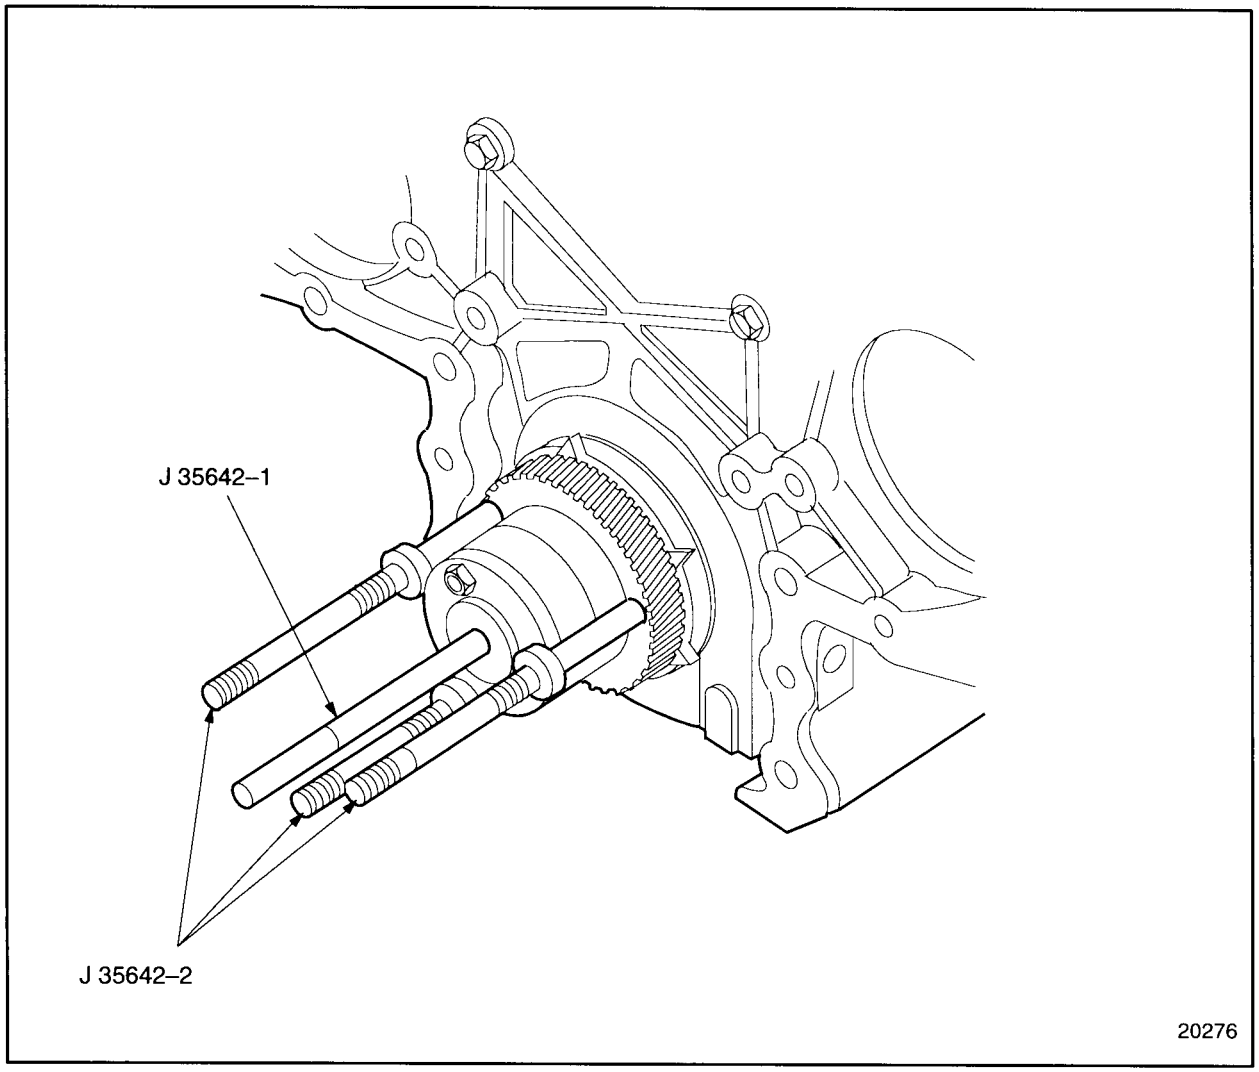

Figure 1-440 Installation of Crankshaft Timing Gear Removal Tools
10. Using two of the crankshaft pulley bolts, secureJ 35642-1 part of J 35642 to the end of the crankshaft. Torque the bolts to 190-203 N·m (140-150 lb·ft). See Figure 1-440.